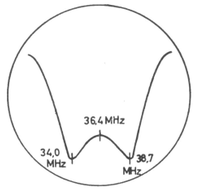

Abb. 1
| an g 1 Rö. 5 (EF 80) | über Wobbler | 36,4 MHz | (2) (1) | Kurve nach Abb. 1 |